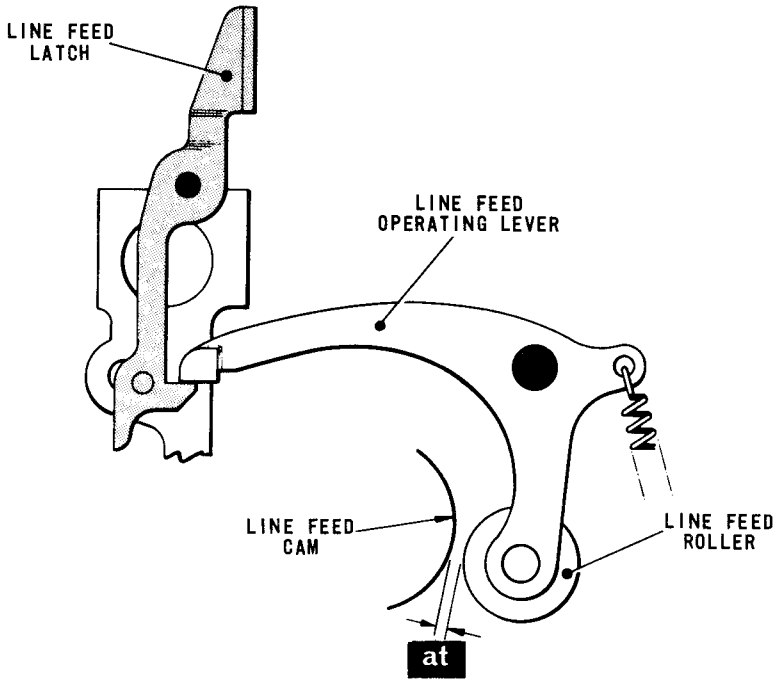

Fig. 4.36 LINE FEED OPERATING LEVER
42.3 Move the line feed latch, Fig.4.36, into the path of the line feed operating lever and pull the line feed roller outwards so that the lever is arrested by the latch hook, as shown in the figure. With this condition set up, check that there is a minimum clearance of .008 in. (dimension 'at') between the roller and the line feed cam.